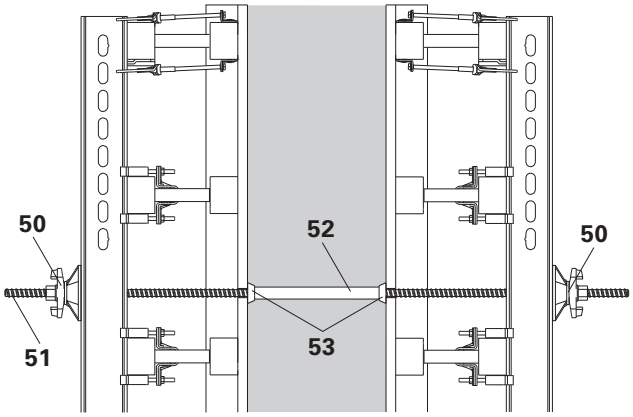

Rys. B8.01
1. Nakrętkę przegubową DW 15 (50) nakręcić z jednej strony na ściąg DW 15 (51).
2. Ściąg DW 15 (51) z nakrętką przegubową DW 15 (50) włożyć do otworu w deskowaniu i nałożyć na niego przygotowaną rurkę dystansową (52) z zamontowanymi stożkami (53).
4. Ściąg DW 15 (51) wsunąć przez otwory w deskowaniu zamykającym, a następnie założyć i dokręcić drugą nakrętkę przegubową DW 15 (50). (Rys. B8.01)